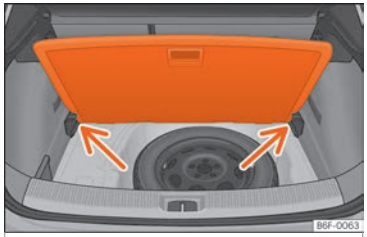

Fig. 118 Piso variável da bagageira: posição inclinada.
- Apoie o piso sobre os alojamentos previstos para o efeito ››› Fig. 118 (setas).